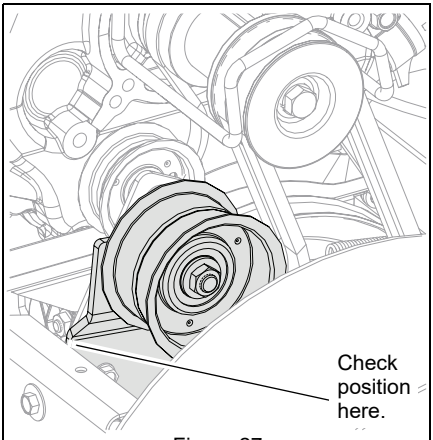

Figure 27
5. With attachment clutch disengaged, make sure auger idler arm lightly touches the frame. See Figure 27.